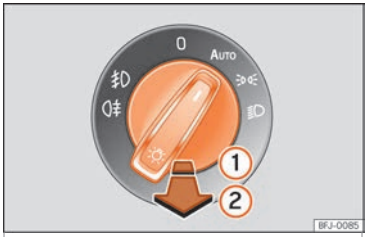

Fig. 132 Tablero de instrumentos: mando de las luces.
- Encender los faros antiniebla* ≢D: tire del conmutador de las luces hasta el primer encastre ››› **fig. 132** ①, desde las posiciones ≋, ≣D o bien **AUTO**.
- Encender luz trasera antiniebla D≢: tire del conmutador de las luces por completo ② desde la posición ≋, ≣D o bien **AUTO**.